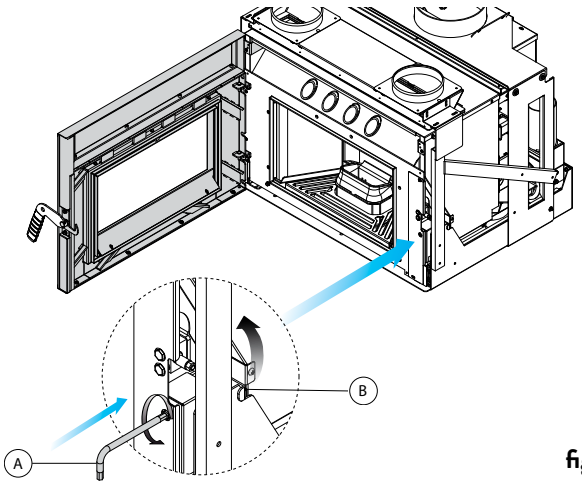

fig. 7.8
Ouvrir la porte, insérer la clé Allen (A) dans le logement de déblocage de l'arrêt ; tourner le levier de fermeture dans le sens antihoraire, sur (B) pour bloquer les rails (fig. 7.8).